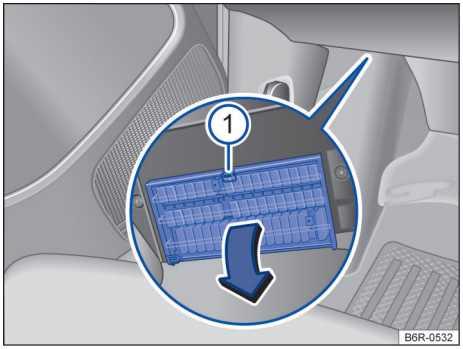

Fig. 113 No lado do condutor embaixo do painel de instrumentos: abrir a cobertura da caixa de fusíveis.
– *Abrir*: pressionar a alavanca de travamento → Fig. 113 ① até que a cobertura se abra.
– *Fechar*: rebater a cobertura no sentido contrário à seta até que ela se trave audivelmente na alavanca de travamento ①.